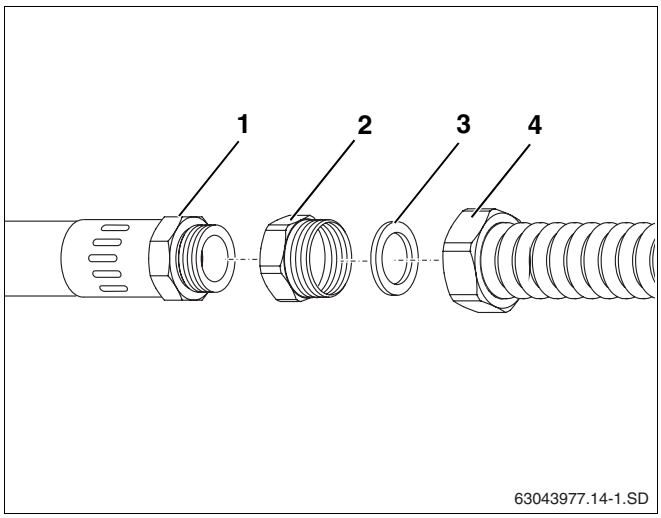

Afb. 12 Twin Tube DN 20 aan boileraansluiting monteren
- Schroef het verloopstuk Rp¾ × R1 (afb. 12, **pos. 2**) op de boileraansluiting R¾ (afb. 12, **pos. 1**).
- Plaats de afdichting D24 x 30 (afb. 12, **pos. 3**) in de wartelmoer (afb. 12, **pos. 4**).
- Schroef de wartelmoer (afb. 12, **pos. 4**) met het verloopstuk Rp¾ × R1 (afb. 12, **pos. 2**) vast.